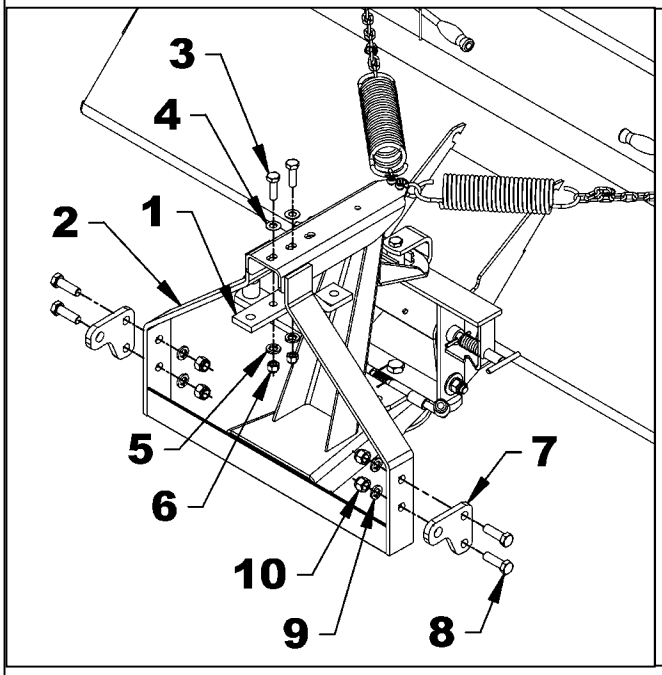

Figure 7C
- **If the A distance is longer than 3", proceed with the Installation option 1 - figures 7C-8C.**
1. **Figure 7C or 9C:** As shown, attach the common upper support (item 1) to the universal hitch (item 2) with two 1/2"NC x 1 3/4" lg. hex. bolts (item 3), 9/16" hole flat washers (item 4), 1/2" lockwashers (item 5) and 1/2"NC nylon insert locknuts (item 6). The common upper support (item 1) must be placed at the end of the slotted holes towards the front of the broom.
2. **Figure 7C or 9C:** As shown, attach the two common lower supports (item 7) to the universal hitch (item 2) with four 5/8"NC x 2" lg. hex. bolts (item 8), 5/8" lockwashers (item 9) 5/8"NC nylon insert locknuts (item 10).